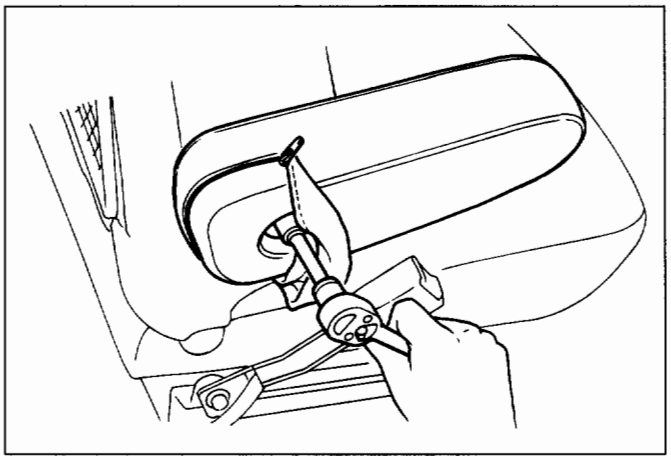

Fig. 10-191
- Open the armrest fastener and remove the fixing bolt (Fig. 10-191)